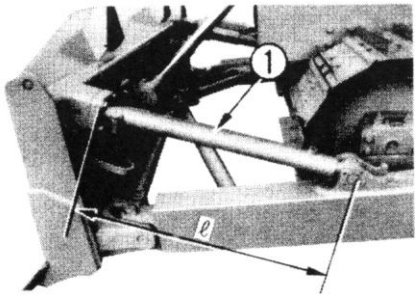

Рис. 3-9.
1) Перекашивание отвала (Рис. 3-9).